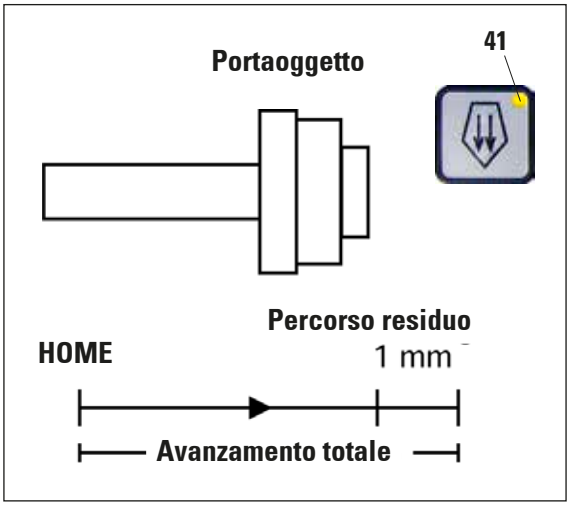

Fig. 18
- Ruotando il volano, posizionare il portaoggetto a mezza altezza della corsa verticale (fig. 18).